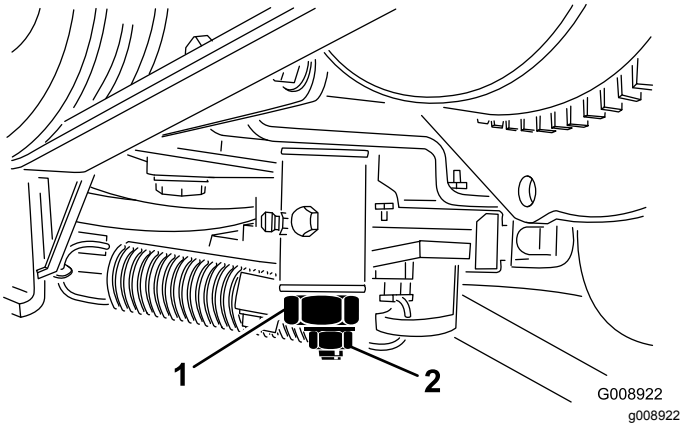

Figura 54
4. Serrate il dado di bloccaggio sulla camma di regolazione della trazione. (Figura 54).